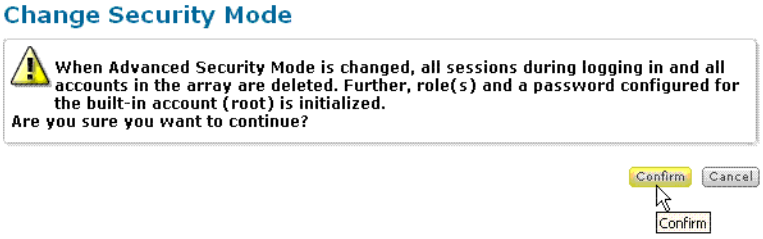

Figure 3-7: Change Security Mode system message
8. Observe any messages that display and click **Confirm** to continue. An example of a system message displays in Figure 3-7